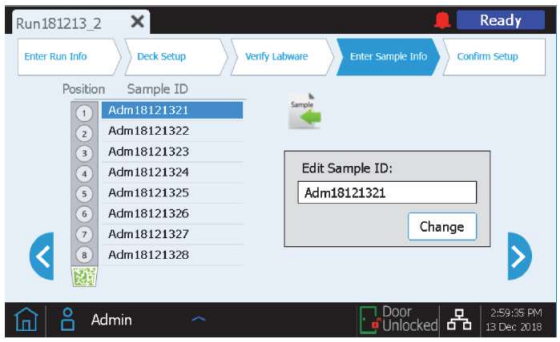

Figure 18. Edit Sample Info screen of the Magnis NGS Prep System, with a circle highlighting the load samples button.
- When configuring the assay, on the *Enter Sample Info* screen, press the load samples button (highlighted with a circle in Figure 18).